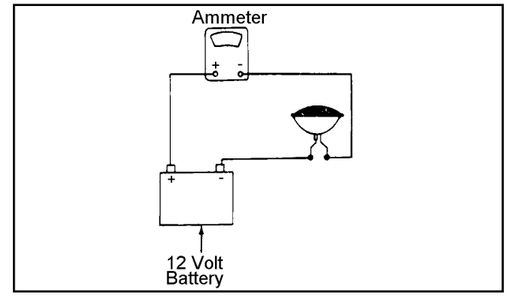

Figure 4
3. Used in a closed circuit. See **Figure 4.**